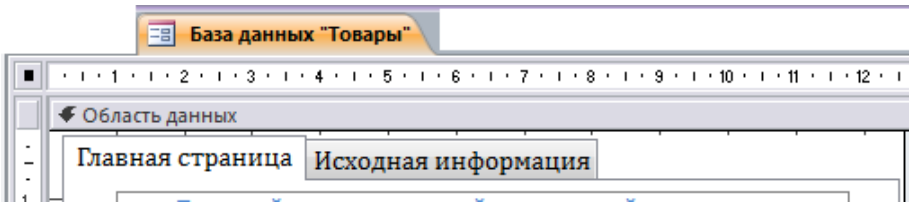

Рис. 7.19. Подписи вкладок
3.6. В ярлыках вкладок записываются их названия. Для этого выделяется требуемая вкладка, вызывается ее контекстное меню, выбирается команда *Свойства* и изменяется свойство *Подпись* (рис. 7.19).